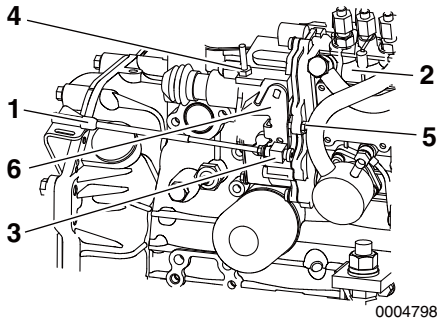

Figur 4
Justér aldrig stopbolten for høj hastighed **(Figur 4, (4))** på regulatoren. Dette gør garantien på motoren ugyldig.